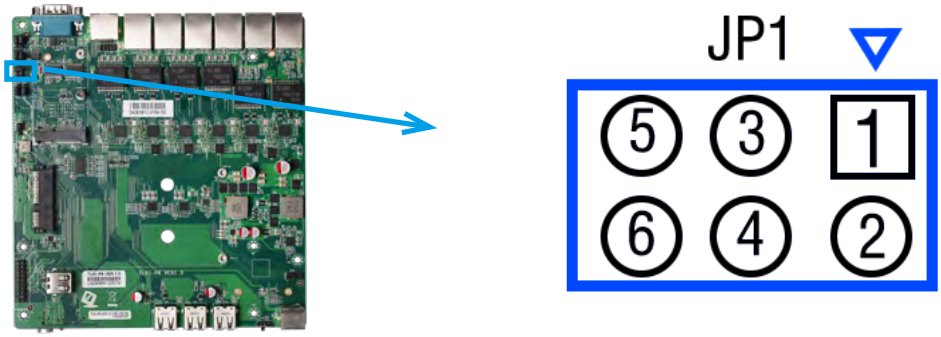

图 2.3 IO 板上 JP1 跳线的位置
- 找到跳线 JP1，它有 12 个引脚，默认第 9 针不带电（如图 2.3 所示）。